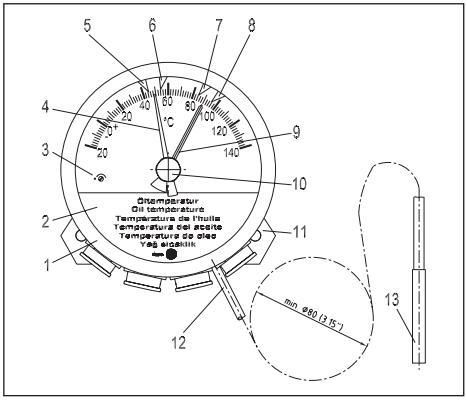
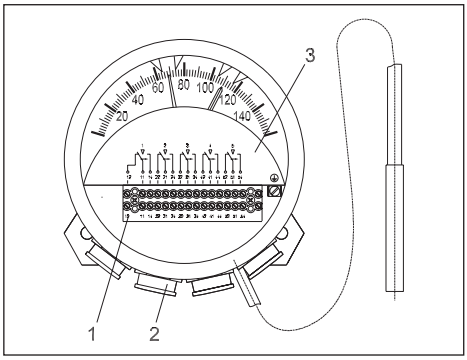

Fig. 1
Fig. 3
The pointer thermometer is attached to the transformer by its mounting plate (Fig.1/11). The spacing between the fixing holes is 140mm and the diameter of the holes is 9mm. The thermometer should be installed vertically. The location of the device must be chosen to avoid any irregular vibrations or electromagnetic fields which are above the pertinent electromagnetic compatibility standards.
3.2 Capillary tube (Fig. 1/12)
Roll out the capillary tube avoiding kinks and loops. Do not rip, pull, squeeze or bend this tube. Never carry the thermometer by the capillary tube. Route the capillary tube and fix it in position. Roll up excess tube and store it in a position not subject to excessive temperatures (max. 60°C). Minimum winding diameter is 80 mm (see fig. 1).
3.3 Temperature sensor (Fig.1/13)
3.5 Maximum pointer (Fig.1/9)
The maximum pointer is operated by the pointer and records the maximum reading of a temperature measurement. The maximum pointer can be reset using the knob (Fig. 1/10).
When closing the device, make sure that the maximum pointer (Fig. 1/9) is in the correct position. It must be to the right of the pointer (Fig. 1/4). Replace the ring and turn it clockwise as far as it will go.
4.1 Connecting the microswitches (Fig. 3)
To connect the microswitches flip up the covering plate (Fig. 1/2). Remove the outer sheaths of the connecting cables to a length of approx. 160 mm and then the insulation of the individual conductors to a length of approx. 6 mm. Install the cable glands provided loosely to the incoming cables and housing. This must be done as shown in the appendix Fig. 8. Pay close attention to cable gland assembly and ensure that the seal is properly fitted to avoid any water ingress. Connect the incoming wiring to the terminal strip (Fig. 3/1) in accordance with the connection diagram (Fig. 3/3) printed on the cover plate.
The pointer thermometers are calibrated at the factory. If it is necessary to readjust it, indication control and comparison measurements should only be carried out in agitated water baths in witch the temperature remains constant for several minutes (approx. 15 min.). Readjustments are possible. The adjustment screw (Fig. 1/3) is on the front of the instrument.